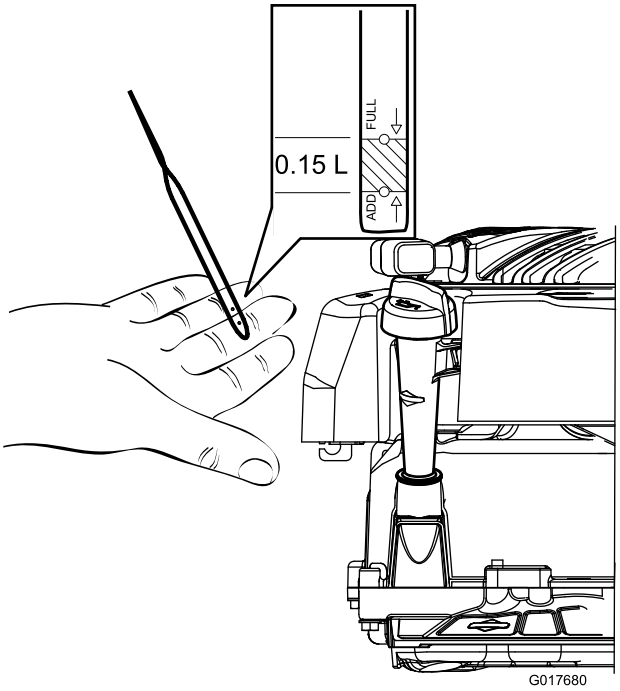
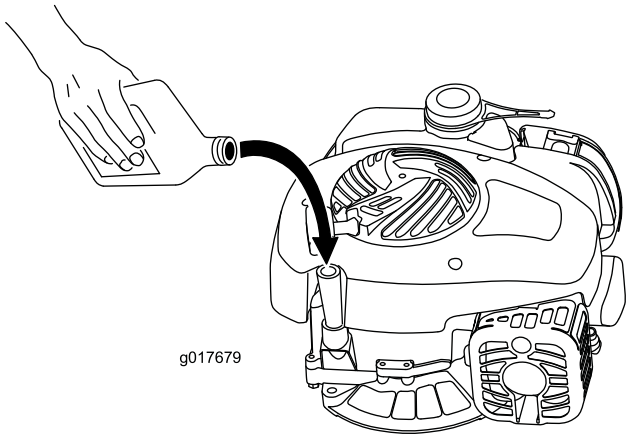

Figur 5
Figur 6
1. Fjern peilestaven (Figur 5).
2. Hell olje langsomt inn i oljepåfyllingsrøret til oljenivået når Full-merket på peilestaven (Figur 5 og Figur 6). Vent i tre minutter etter at du har fylt på olje, og kontroller deretter oljenivået med peilestaven. Ikke fyll på for mye. (Maks. påfyll: 0,47 l, type: SAE 30 rensende olje med API-serviceklassifisering SF, SG, SH, SJ, SL eller høyere.)